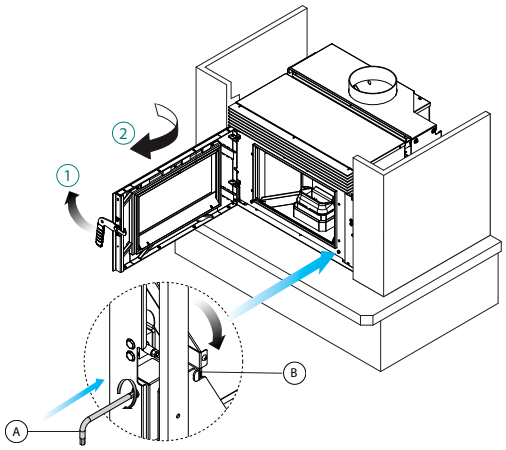

Afb. 6.1.13
13) Open de deur, steek de inbussleutel (A) in de bus van de begrenzer; draai de vergrendelingshendel naar rechts, naar positie (B) om de rails te blokkeren (Afb. 6.1.13).